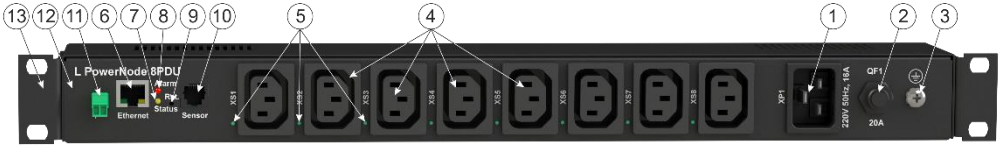

Рисунок 1 – Внешний вид и назначение органов управления и индикации LPowerNode 8PDU
6.3 Для установки в шкаф 19" стандарта необходимо предварительно установить кронштейны **13** (***см. рисунок 1***) винтами М3х6, входящими в комплект поставки устройства.
6.10 Подключите, при необходимости, используемый дискретный датчик к разъему дискретного входа ***(см. рисунок 1).*** Подключение положительного (если регламентирована полярность сигналов датчика) проводника дискретного датчика производится клеммному блоку соответствующего дискретного входа, отрицательного – к одному из общих для всех дискретных входов клеммному блоку, обозначенному символом «⊥».